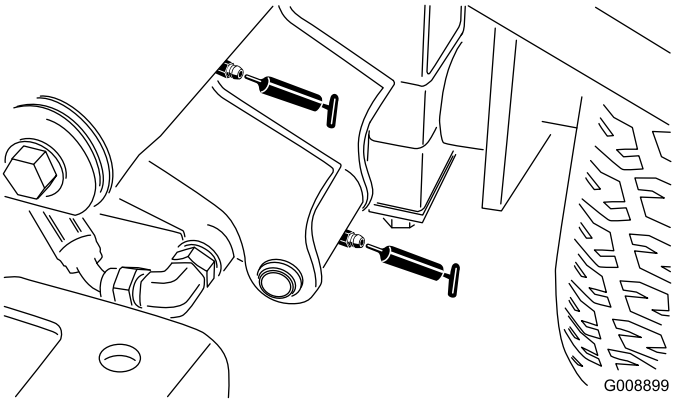

**Figur 35**
- Främre vänster lyftarmstapp och lyftcylinder (2) (Figur 35)